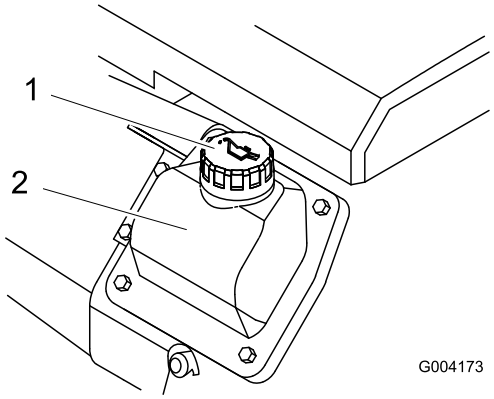

**Figuur 16**
8. Als het oliepeil te laag is, reinigt u de omgeving van de vulbuis en verwijdert u de dop (Figuur 16).